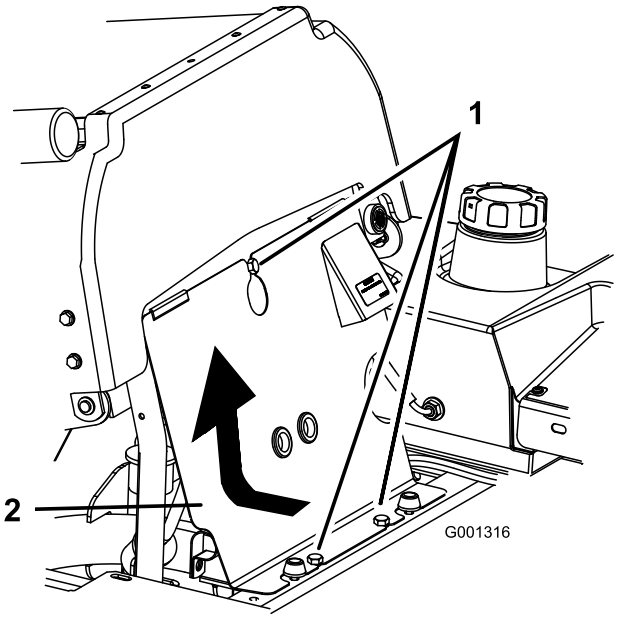

Figur 42
1. Vip sædet frem, løsn boltene, og fjern motorens frontpanel (Figur 42).